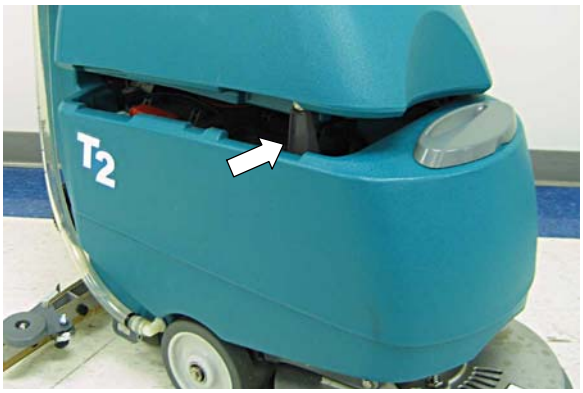

FIG. 31
4. Prop up the recovery tank for ventilation (Figure 31).